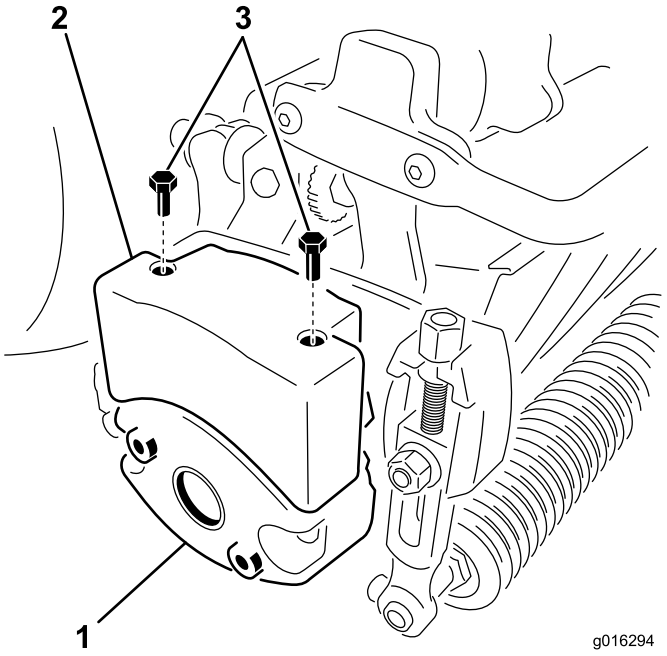

Figur 10
4. Fjern de to boltene som fester vekten på venstre side av klippeenheten (Figur 10).
6. Monter en øvre vekt til klippeenhetsvekten ved hjelp av to sokkelskruer med sekskanthode (Figur 10).